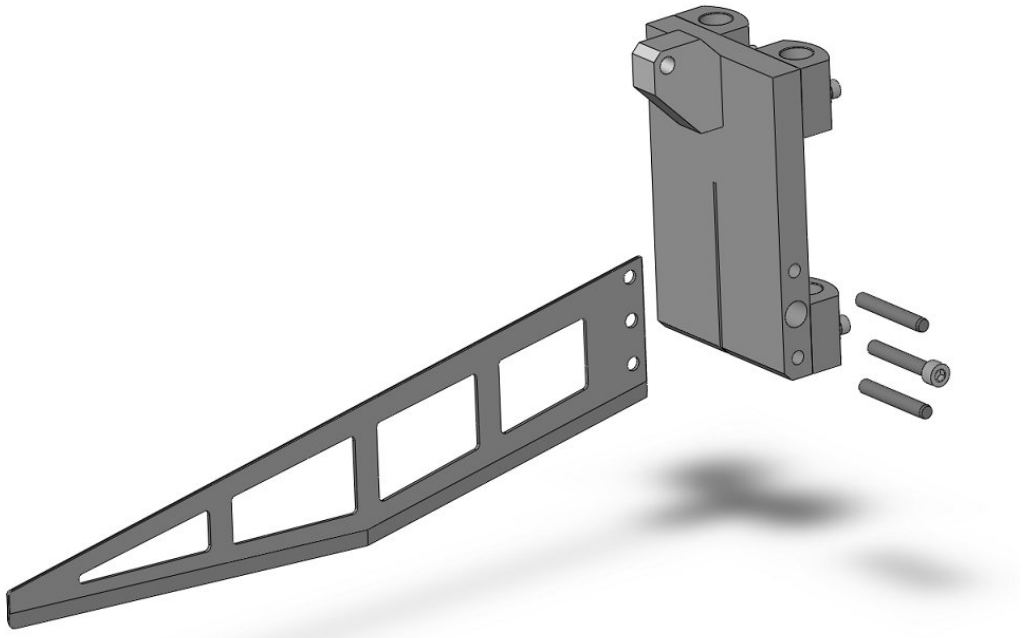

Рис.5
6.5 При переноске сырорезку поднимать за *наружний лист* ЗАПРЕЩАЕТСЯ во избежание его изгиба и получения травм пальцев. Переносить только за *стальное основание* (рис.5б).
Рис.5а
Рис.5б
Демонтаж *ножа* можно произвести, отвинтив *винт* и выпрессовав два *штифта* (рис.5).